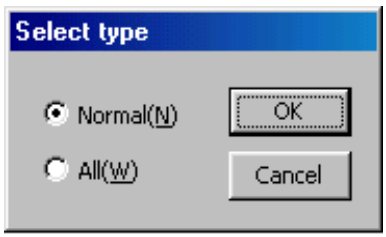

Figure 7.41 "Select type" dialog box
Click *"Download (D)"* in the "Index Comp" menu to display the "Select type" dialog box (see Figure 7.41).